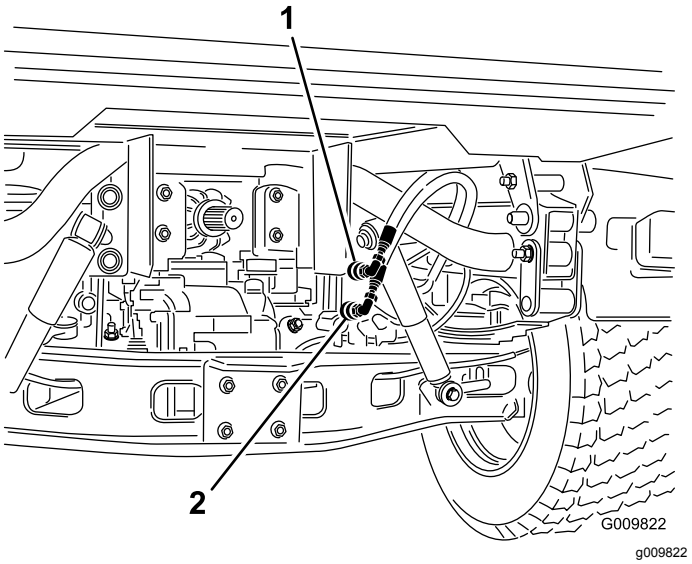

Figur 69
2. Koppla bort båda maskinernas snabbkopplingsslangar från slangarna som sitter fast vid kopplingsfästet (Figur 69).